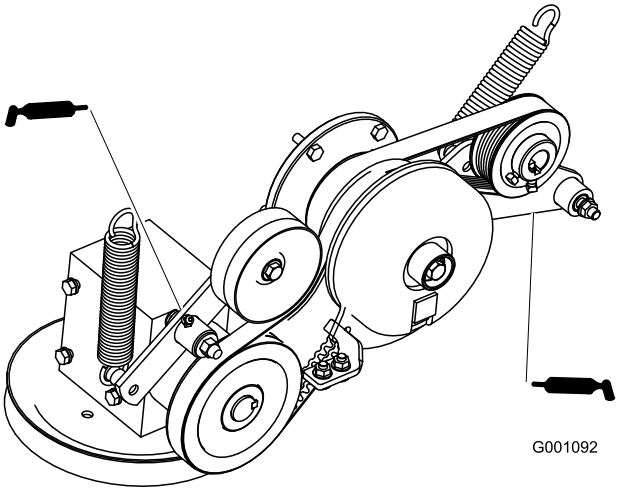

Figuur 26
6. Smeer de arm van de spanpoelie van de drijfriem van de aftakas (Figuur 26).
7. Smeer de arm van de riemspanpoelie van de pomp (Figuur 26).